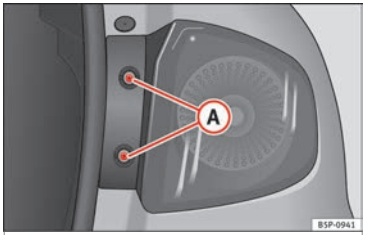

Fig. 184 Side lights and brake lights.
– Remove the bolts ››› **Fig. 184** (A).